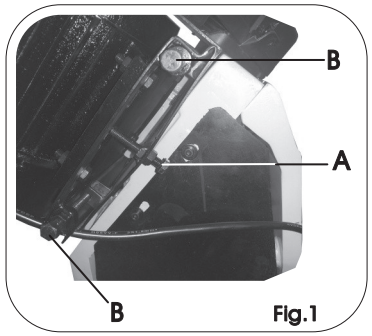

Fig.1
3.Loosen the motor plate lock bolt (Fig.1, A).
4.Loosen the motor slide bolts (Fig.1,B), you should now be able to push the motor inwards to slacken the belt off.